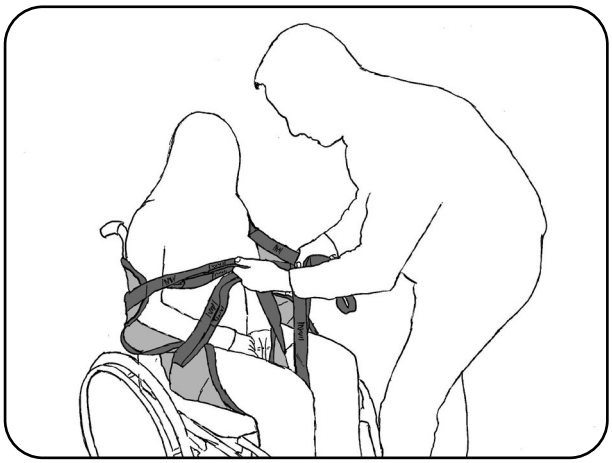

Abb. 8.2.02 – Liftergurt hinter dem Rücken des Patienten positioniert
5. Führen Sie die Beinstützen von außen nach innen unter den Oberschenkeln des Patienten durch, so dass die Beinschlaufen zwischen den Oberschenkeln liegen. Achten Sie darauf, dass die Beinschlaufen gleich lang sind. Straffen Sie die Beinstützen durch seitliches Ziehen, damit sie faltenfrei anliegen. Ordnen Sie die Schulterschlaufen rechts und links von den Schultern des Patienten an (Abb. 8.2.02).